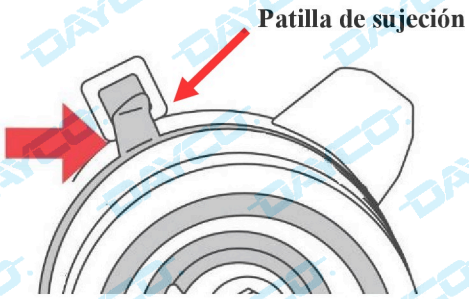

Fig. 3
- Comprobar que la patilla de sujeción del tensor se ha introducido correctamente en el cárter trasero (Fig. 3).